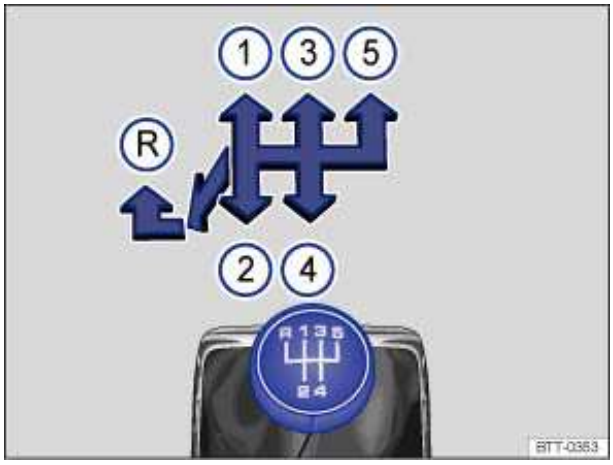
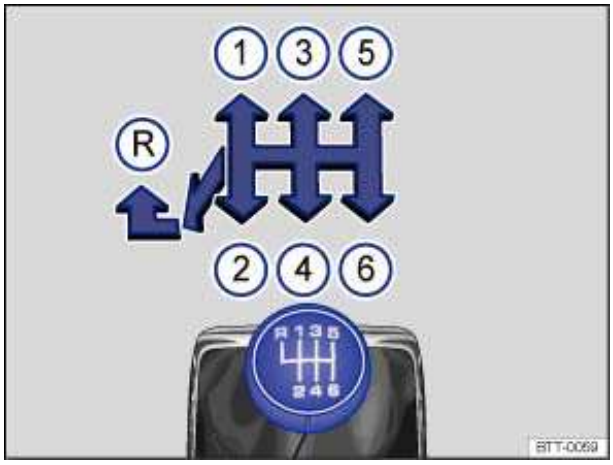

Fig. 131 Gearshift pattern of a 5-speed manual transmission.
Fig. 132 Gearshift pattern of a 6-speed manual transmission.
The positions of the individual gears are shown on the gearshift lever ⇒ fig. 131 or ⇒ fig. 132.
- Move the shift lever to the left and then push forward into the reverse gear position ⇒ fig. 131 (R) or ⇒ fig. 132 (R).